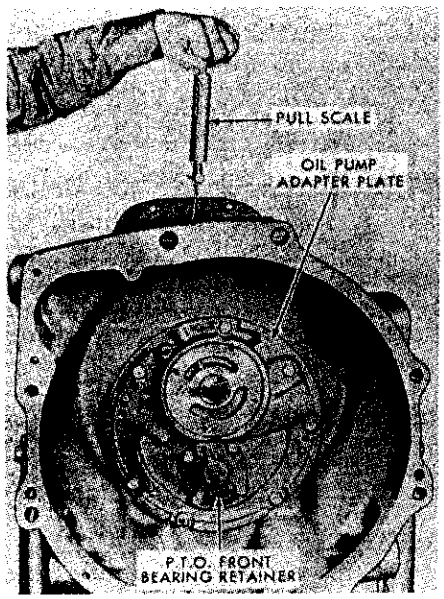

Fig. 307–Checking PTO countershaft bearing preload with pull scale and cord wrapped around shaft.
Tighten the PTO front bearing retainer (1) cap screws to a torque of 14-17 Ft.-Lbs. Wrap a cord around the PTO shaft and attach a pull scale as shown in Fig. 307. Bearing preload is correct when a steady pull of 18 to 25 pounds is required to keep the shaft rolling. Add or remove shims as required to obtain proper bearing preload.